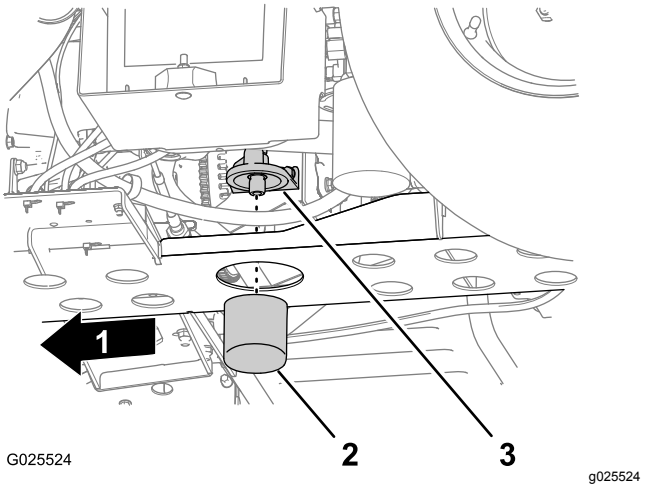

图45
5. 从滤芯适配器中取出机油滤芯图45。
6. 将滤芯适配器的密封座擦拭干净图45。
8. 安装过滤器直至垫片与滤芯适配器的密封座接触然后再将过滤器顺时针拧紧 1/2 至 2/3 圈图45。